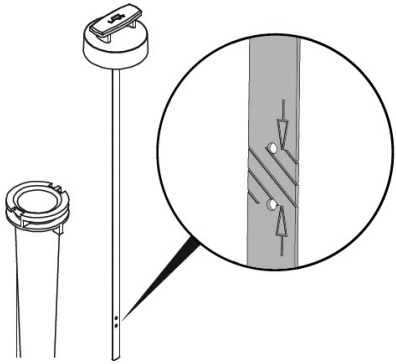

**Рис.7 Уровень масла в картере**
4. Установите на место крышку/щуп, не закручивая его. Снова извлеките щуп, уровень масла должен соответствовать верхней отметке на щупе Рис.7.